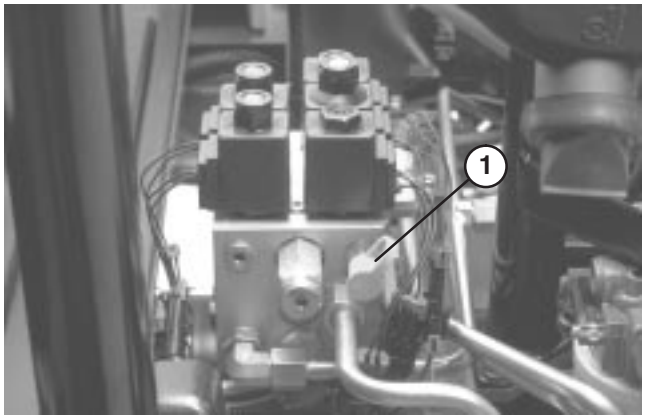

Figure 51
2. Test Port "B" (Fig. 51) is used to assist in trouble shooting the hydraulic circuit for the rear cutting units.